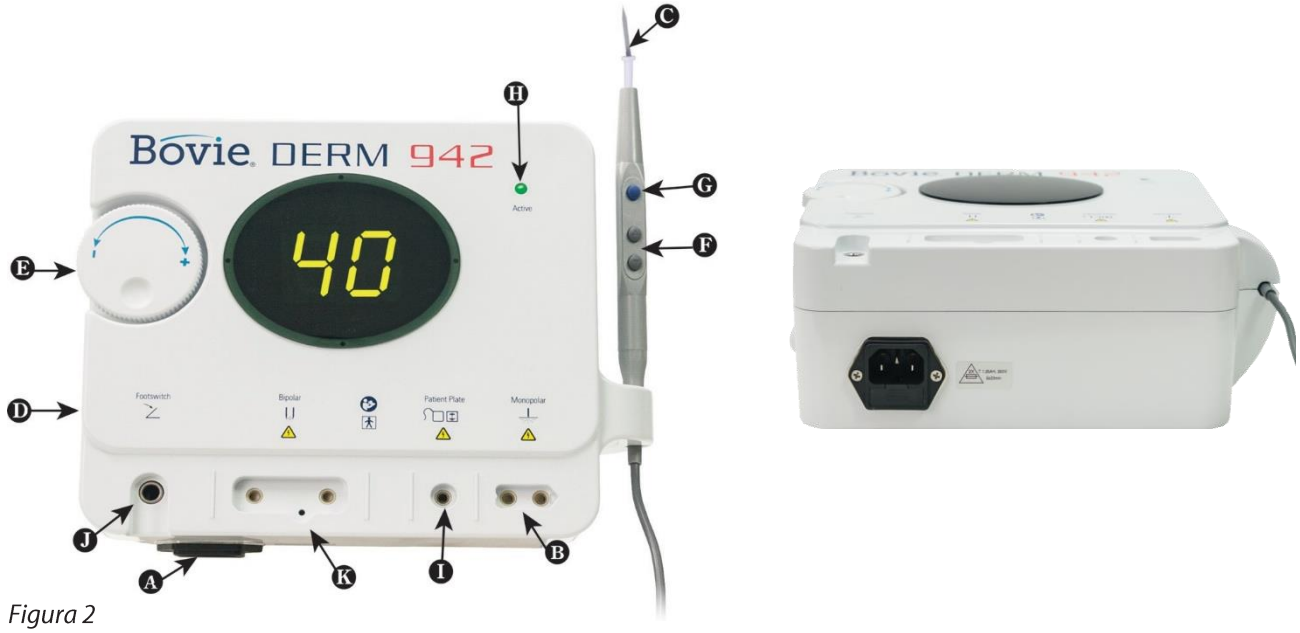

Figura 2
5. Deslice el electrodo activo deseado en el mango hasta que quede firmemente asentado (figura 2 y 3, letra C). El mango aceptará la mayoría de los electrodos estandarte.
8. Ajuste la potencia de salida utilizando el dial situado en la parte frontal del equipo (figura 2 y 3, letra E) o a través de los botones situados en el mango incrementar o disminuir (véanse las figuras 2 y 3, letra F). Cuando el nivel de potencia se ajusta desde el mango sonara un pitido que indicara el cambio del nivel de potencia. Pulsando y manteniendo pulsados los botones de incrementar o disminuir cambiará la potencia de salida más rápidamente. La potencia de salida se aumenta en intervalos de "0.1" desde 0.1 hasta 10 vatios.
9. Para activar el equipo, desconecte el mango del soporte. Posicione el mango en la posición deseada y presione el botón de activación (véanse las figuras 2 y 3, letra G). Cuando el equipo se activa, se emite un sonido y se enciende la luz azul de activación. (figura 2 y 3, letra H).
11. Para usar el cable bipolar opcional (A827V), inserte el enchufe a una salida bipolar (véase la figura 2, letra K). Posteriormente el cable ese conecta a las pinzas. Solo un accesorio puede estar conectado a la toma de salida sea este monopolar o bipolar, con el fin de asegurarse que no se usan de manera simultánea.